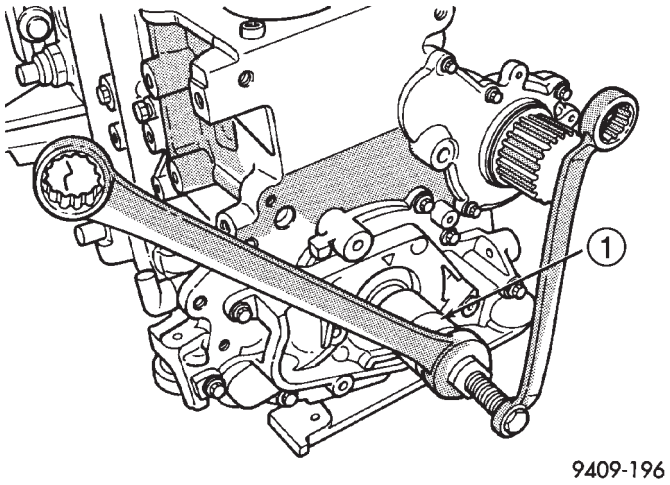

Abb. 86 Vorderer Kurbelwellendichtring—Ausbau
(6) Mit Spezialwerkzeug 6771 vorderen Kurbelwellendichtring abziehen (Abb. 86). Dabei die Auflagefläche des Dichtrings an der Kurbelwelle nicht beschädigen.